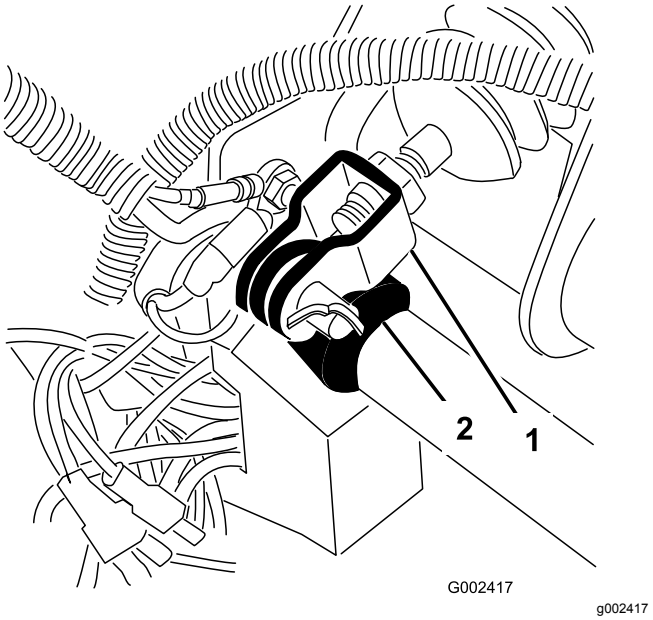

Figuur 65
1. Verwijder de R-pen en de gaffelpen waarmee de gaffel van de hoofdremcilinder is bevestigd aan het draaipunt van het rempedaal (Figuur 65).